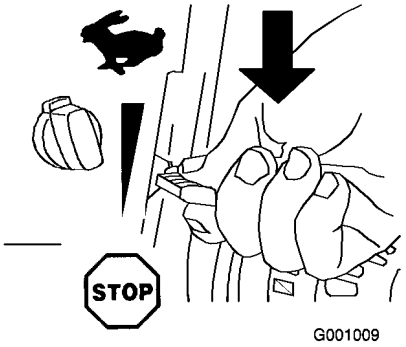

Figur 25
1. Sett gassen til Stopp-stilling (Figur 25).